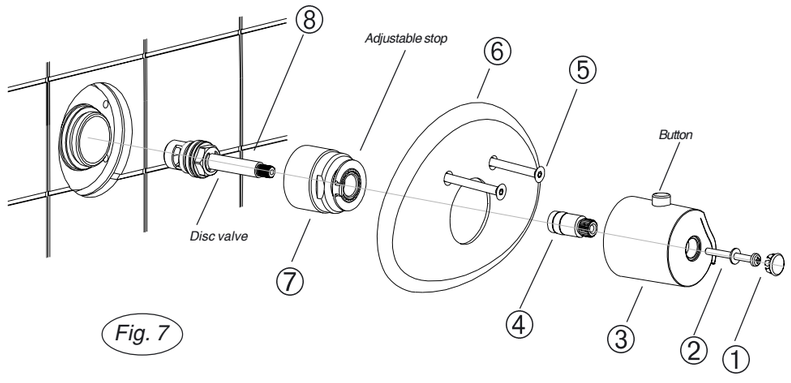

Fig. 7
- Remove the disc valve following steps 1 to 8 (see Fig.7)